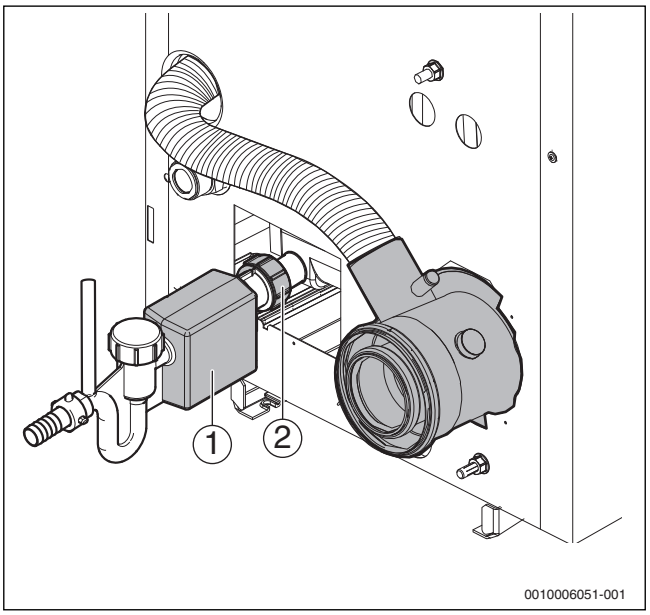

Fig. 77 Nettoyer le bac des condensats
- Visser le siphon (→ fig. 77, [1]) aux buses de raccordement du réservoir à condensats (→ fig. 77, [2]).